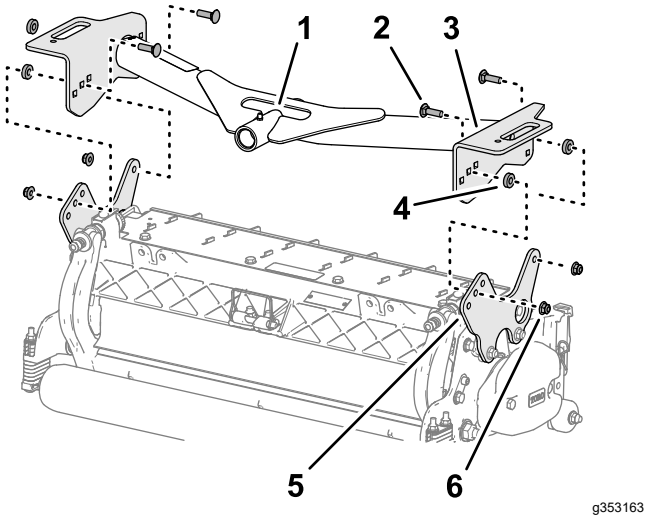

Rysunek 19
1. Ustaw otwory w płytach przedniej ramy nośnej równo z otworami w płytach montażowych zespołu tnącego (Rysunek 19).
2. Ustaw podkładkę dystansową między płytą nośną a płytą montażową (Rysunek 19), a następnie luźno zmontuj płyty i podkładkę dystansową za pomocą śruby podsadzanej (⅜ x 1¼ cala) i nakrętki zabezpieczającej kołnierzowej (⅜ cala).